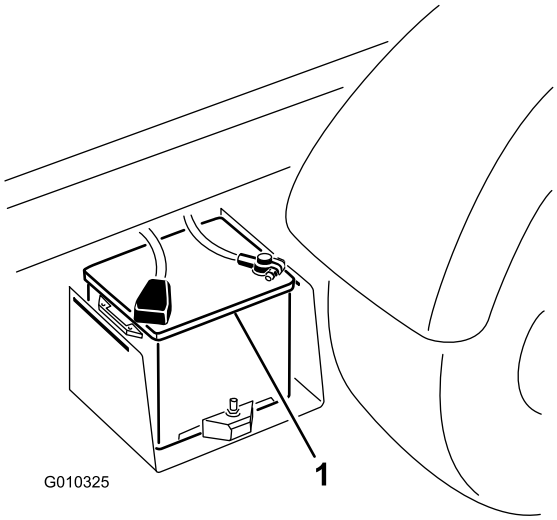

Figur 52
2. Forbind et startkabel mellem pluspolerne på de to batterier (Figur 52). Pluspolen kan identificeres ved tegnet + oven på batteridækslet.